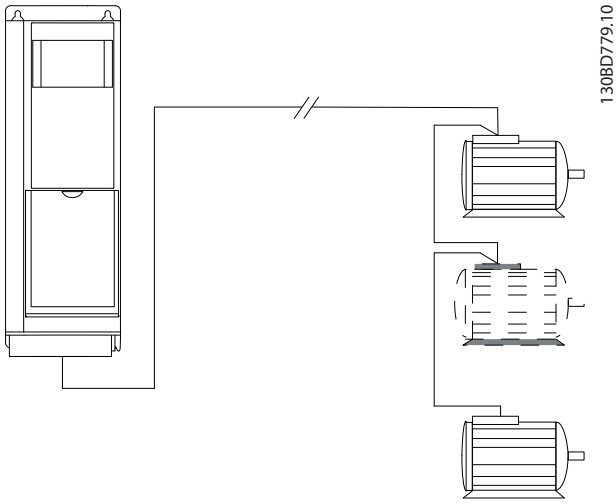

Ilustración 9.55 Cables largos en conexión en serie
- Para cables largos sin conexión paralela, consulte la *Ilustración 9.55*.